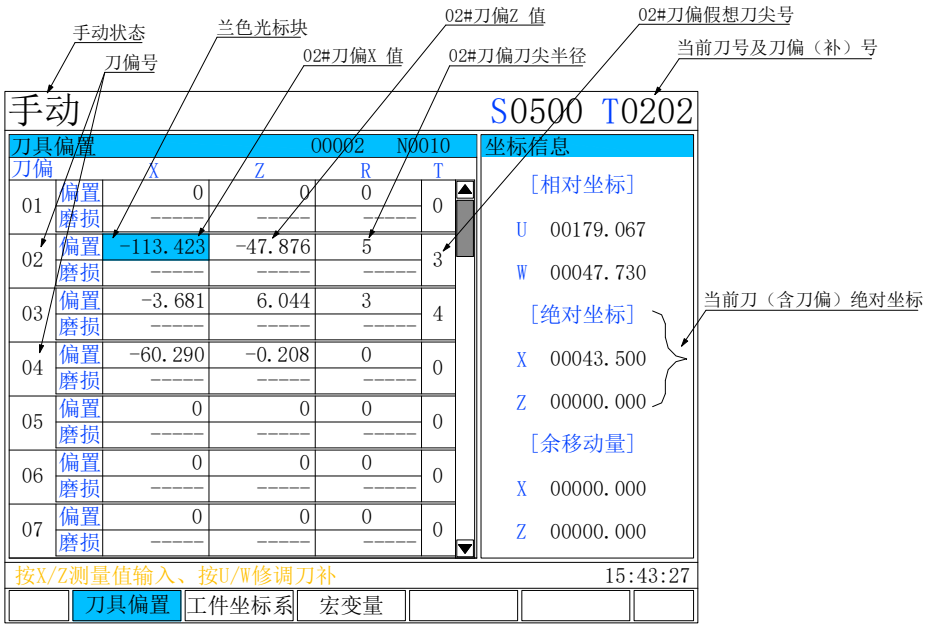

图 7.3-1
1、按 刀补 OFT 键，进入图 7.3-1 界面。假设 2#刀 X 向加工尺寸小 0.25，Z 向大 0.3；
①按 刀补 OFT 键，进入图 7.3-1 界面，**注：必须在刀补界面下**。
②按 输出 OUT 键，提示：是否保存刀偏数据到 U 盘？是：[换行] 否：[取消]
③按 换行 EOB 键，提示：发送到 U 盘，请稍候…，在 U 盘 /dadi 目录下建立名为 TOOL 的刀补文件。原有 TOOL 文件被覆盖。
②按 输入 IN 键，提示：是否从 U 盘读取刀偏数据？是：[换行] 否：[取消]
③按 换行 EOB 键，提示：从 U 盘接收，请稍候…，将 U 盘 /dadi 目录下名为 TOOL 的刀补文件数据恢复到数控系统。